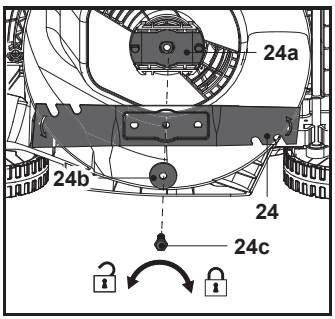

Fig. 23
1. Replace the cutting blade (24) with a new one of the same type. Check the status of blade holder (24a) onto the spindle firstly, then attach the cutting blade (24) to the blade holder (24a) by aligning it with the patterns on the blade holder (24a), fix the assembly with the flat washer (24b) and mounting bolt (24c), and tighten by hand.
2. Hold the cutting blade (24) firmly with a heavy-duty gloved hand and/or a wood stick, tighten the mounting bolt (24c) clockwise with 25 Nm min, 35 Nm max to ensure safe operation of your machine (Fig. 23).